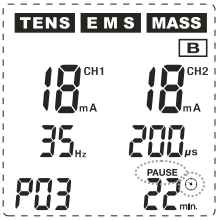

Abb. 17
Pausemodus: Wenn Sie während der Anwendung eine Pause einlegen möchten, können Sie im Betriebsmodus die Taste ⑥ P/II) drücken, um in den Pausemodus zu gelangen. Die Impulsausgabe wird unterbrochen und die die gelben Kontrollleuchten ① für Kanal 1 (CH1) und / oder ② für Kanal 2 (CH2) erlöschen. Im Display blinken das PAUSE-Symbol über und das Symbol (⏲) neben der Minuten-Anzeige (siehe Abb. 17). Um die Anwendung fortzusetzen, drücken Sie erneut die Taste ⑥ (P/II), und das Gerät kehrt in den Betriebsmodus zurück und nimmt die Anwendung wieder auf.